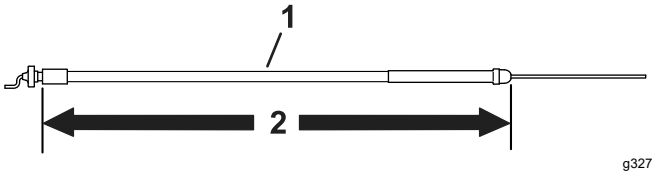

图 7
- 在型号为 04056 以外的所有牵引装置中使用 158.3cm 长的油门拉索请参阅图 7。